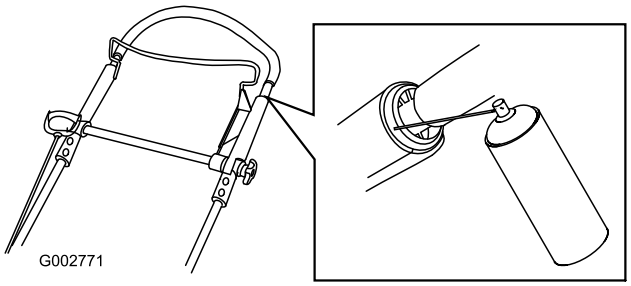

Figuur 34
1. Spuit het plastic uiteinde van de binnenste handgreep in (Figuur 34).